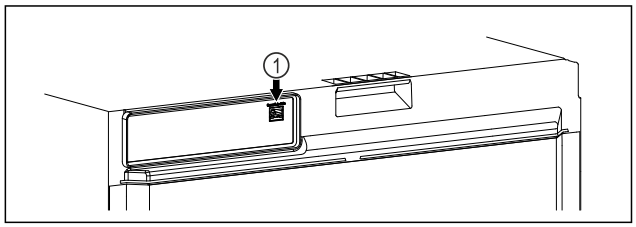

Fig. 110
❑ SmartModule *Fig. 110 (1)* este instalat.